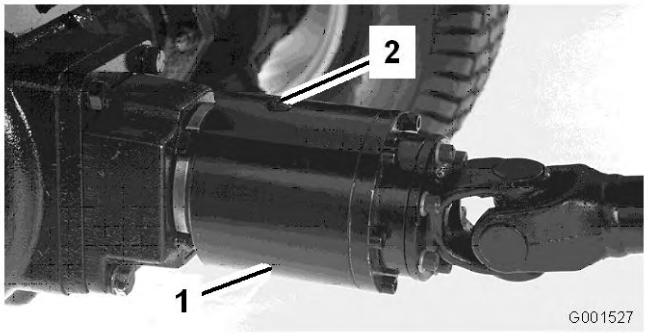

Figure 56
3. Tournez l'embrayage pour que le bouchon de vidange soit en bas (Figure 56).